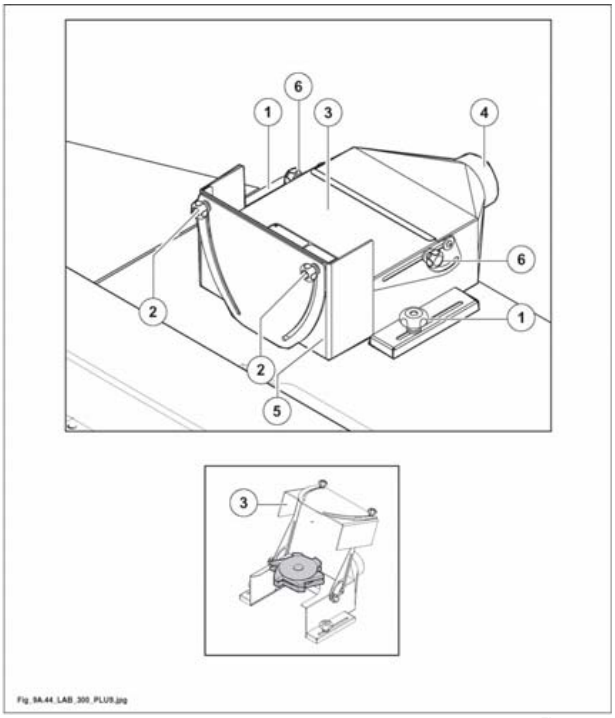

Fig. 9.44
(1 fig. 9.44) - Pomelli di bloccaggio cuffia sul piano
(2 fig. 9.44) - Pomelli di bloccaggio visiera
(3 fig. 9.44) - Coperchio
(4 fig. 9.44) - Bocca di aspirazione Ø 120 mm
(5 fig. 9.44) - Visiera
(6 fig. 9.44) - Pomelli di bloccaggio coperchio
- Appoggiare la cuffia sul piano, nella posizione più idonea alla profondità di asportazione che si vuole ottenere, fissarla in posizione serrando i pomelli (1 fig. 9.44).
- Per proteggere la parte superiore dell'utensile regolare la parte superiore della cuffia agendo sui pomoli (6 fig. 9.44).
prima di riavviare la macchina chiudere il coperchio (3 fig. 9.44).